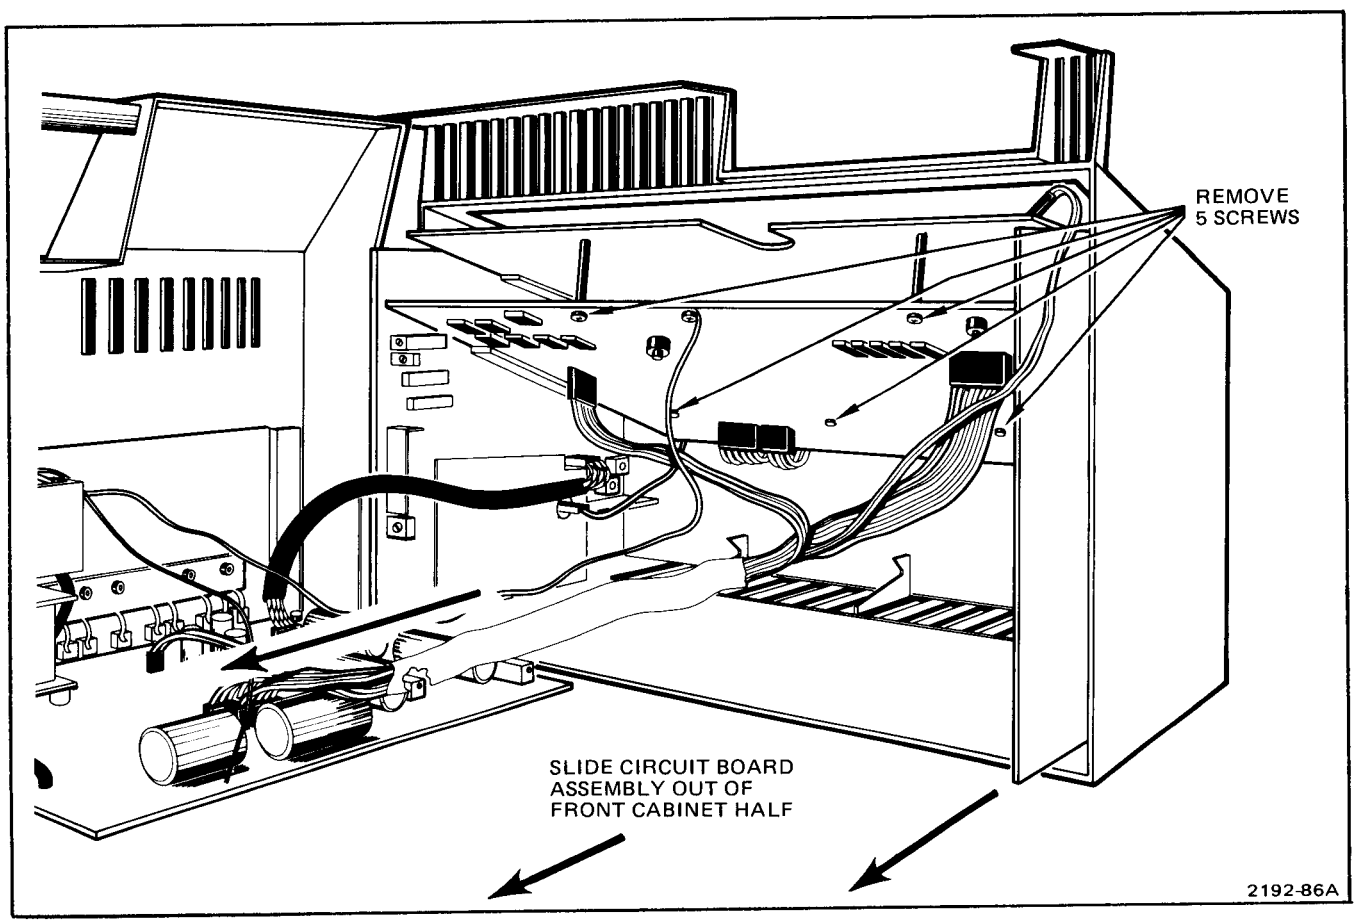

Fig. 5-7. Front cabinet half removal.
2. Remove five screws from the Counter board (see Fig. 5-7).